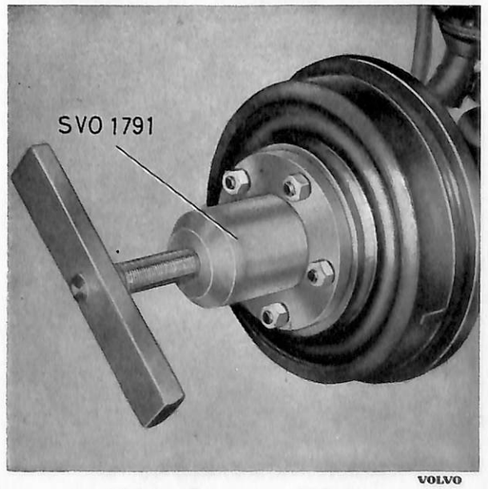

Bild 1. Demont. av hjulnav.
1. Tag bort hjulet och drag av hjulnavet, bild 1. Använd avdragare SVO 1791. Tag bort bromsskölden efter att ha placerat en träklots under bromspedalen och lossat bromsledningen från skölden.
1. Tag bort hjulet och drag av hjulnavet, bild 1. Använd avdragare SVO 1791. Tag bort bromsskölden, efter att ha placerat en träklots under bromspedalen och lossat bromsledningen från skölden.
2. Lyft av bakhjulen och skruva av bakaxelmuttrarna (2).
3. Drag av bakhjulsnaven (6) med trummor. Använd avdragare SVO 1791, bild 1. (Handbromsen lossad, ev. nedjustering av bromsbackarna.)
5. Skruva bort de fyra skruvarna (46) för bromssköldarna och tag bort dessa. Se till att inga justermellanlägg (47) tappas eller skadas.